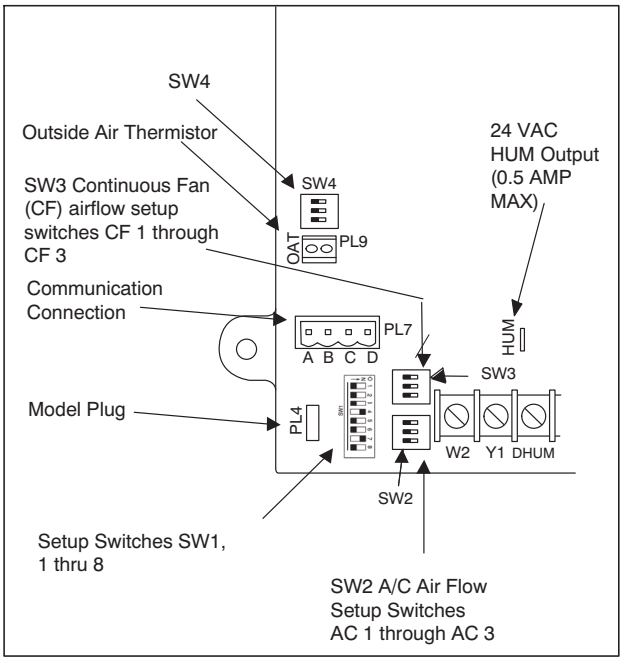

**Fig. 44 - Furnace Control**
5. Turn Setup Switch SW1-2 on furnace control ON (see Fig. 44).
7. Verify SW1-2 on furnace control is turned “ON”. See Fig. 44.